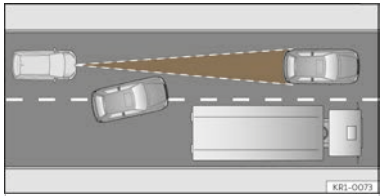

Fig. 145 Vehicle changing lanes.
- Vehicles that move into your lane, a short distance from your vehicle ››› **Fig. 145**.